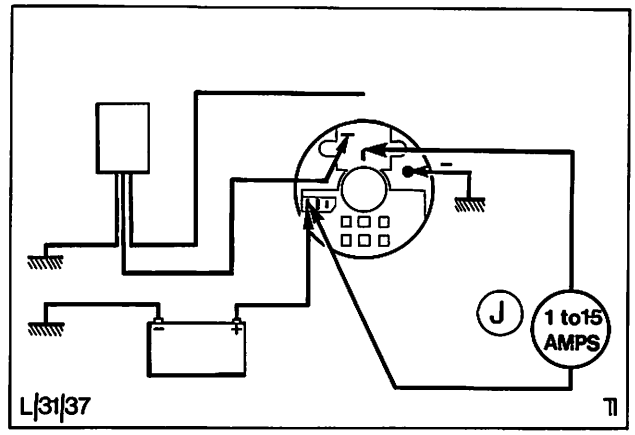

Abb. 73 Feldkreis prüfen
6. Prüfkreis anschließen und Motor mit 3000/min laufen lassen. Feldkreis durch Abklemmen des Feldkabels und Anschließen eines Amperemeters zwischen Ausgangsklemme und Feldanschluß prüfen, Abb. 73.